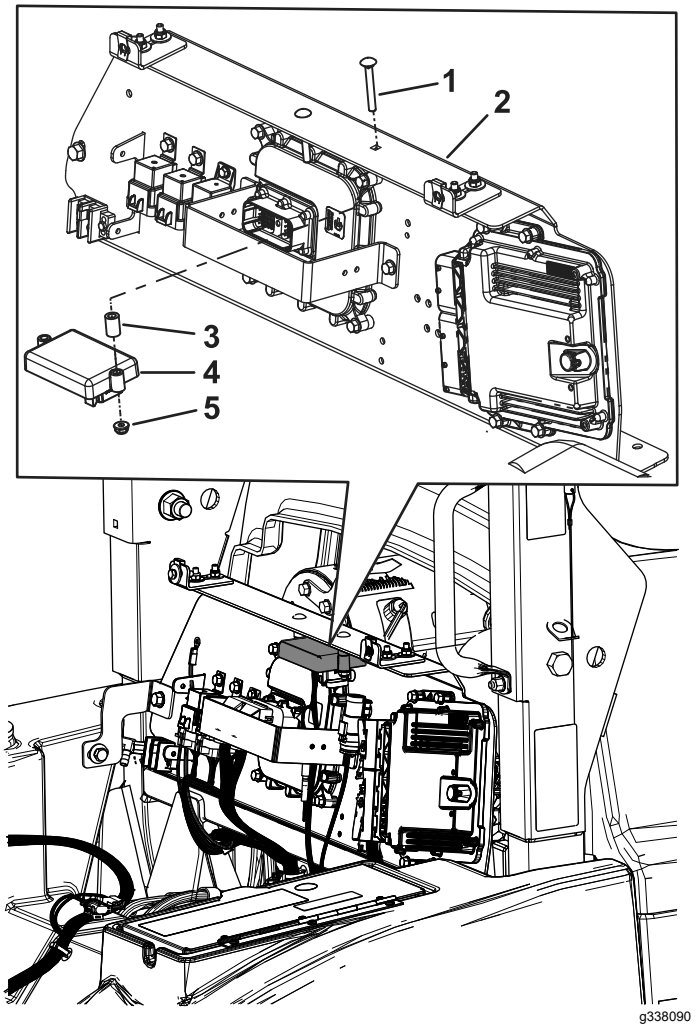

Figure 1
3. Fixez le capteur d'inclinaison sur le cadre de la machine à l'aide de 2 boulons de carrosserie (¼" x 2"), 2 rondelles et 2 écrous à embase (¼") (Figure 1).